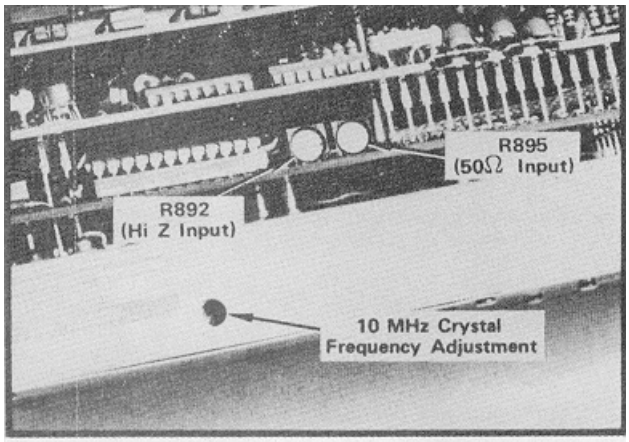

Fig. 4-2. Calibration adjustment locations for the Reference Oscillator and Calibrator.
6. Set the crystal frequency, with the adjustment illustrated in Fig. 4-2, so the calibrator frequency is within specifications.
3. Calibrate the reference oscillator frequency to 10.0000 MHz ±20 Hz with the crystal adjustment illustrated in Fig. 4-2.
f. Calibrate the output level of the Calibrator to the reference level, by adjusting R892 (Fig. 4-2).
k. With pin B13 shorted, adjust the calibrator output with R895 (Fig. 4-2) until it equals the reference level of the signal source.